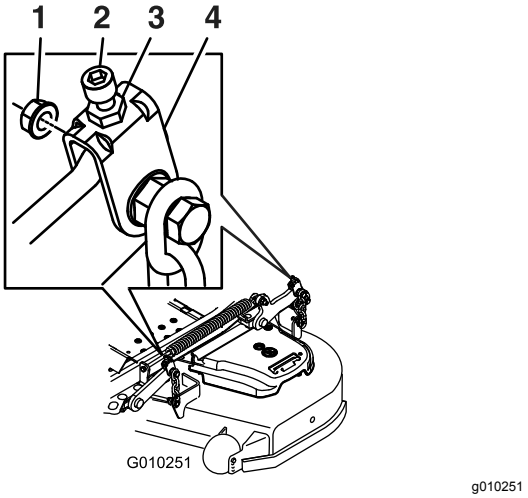

Figur 98
11. For plæneklipperskjold vist i Figur 98: Finindstil justermøtrikken på forreste skjoldløfteenhed ved at dreje den (Figur 98).
17. Finjuster justeringsskruen ved at dreje den til en højde på 8,3 mm (Figur 98).